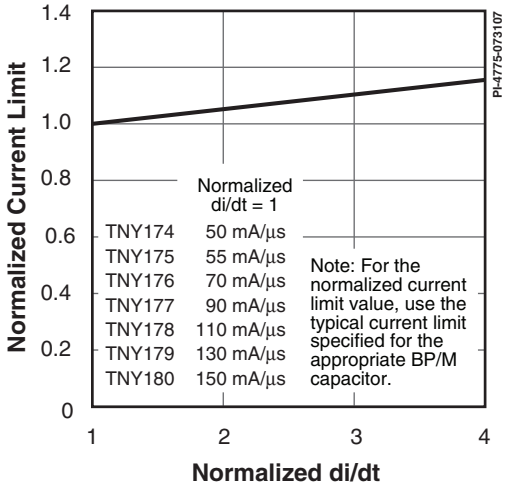

Figure 21. Current Limit vs. di/dt.
E. For current limit at other di/dt values, refer to Figure 21.